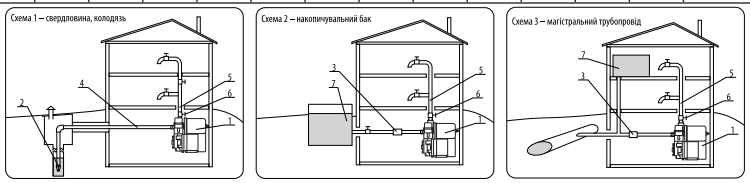

Рис. 5. Примерные схемы водоснабжения
6.1. Для повышения удобства пользования станцией целесообразно организовать систему водоснабжения по рекомендуемым схемам (рис.5). В качестве источника водоснабжения могут быть использованы: накопительный резервуар, магистральный водопровод, колодец, скважина и т.п.